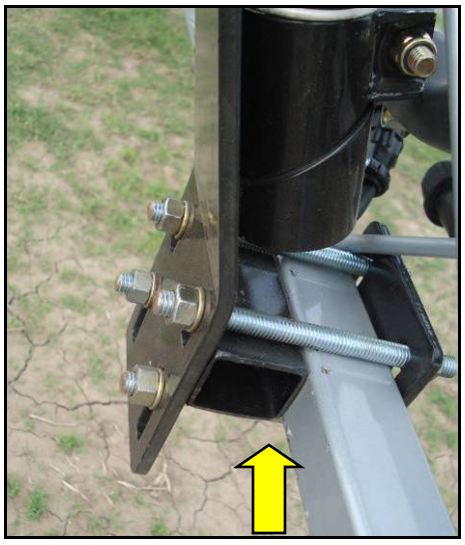

Figure 8: Spacer Bracket Installation
3. If the sensor bracket needs to be mounted further forward on the boom, use the spacer bracket (B13) (**Figure 8**).